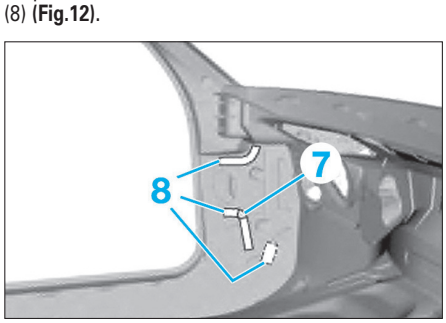

FIG. 12
• A l'intérieur du véhicule, dépointer dans la zone (7) puis chauffer le cordon de colle dans les zones (8) **(Fig.12)**.